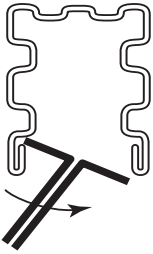
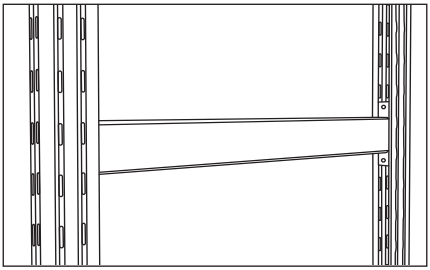

Рис. 3 Установка поперечин в стойку
Рис. 5 Поперечина с двумя стойками
1. Установите поперечины в стойки. Возьмите стойку и вставьте поперечину в первый паз от загнутого края стойки (рис. 3 и 4), аналогичным образом вставьте поперечину во вторую стойку (рис. 5). Количество поперечин и высота их установки зависит от комплектации стеллажа (см. стр. 17).